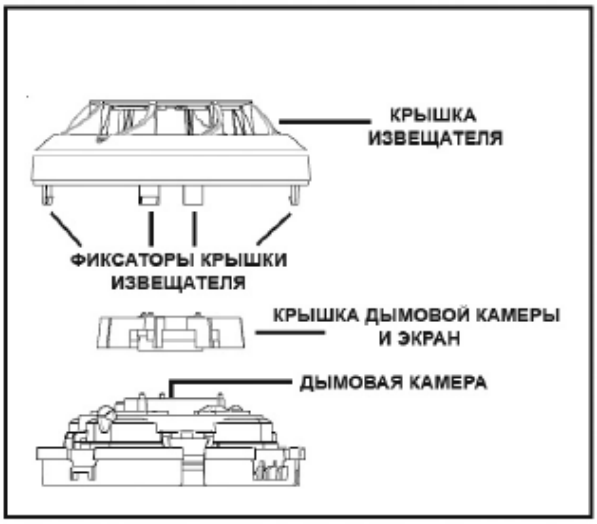

Рис.2: Обслуживание извещателя
2. Снимите крышку извещателя, для чего аккуратно освободите каждый из четырех фиксаторов, которые удерживают крышку на своем месте (рис. 2).